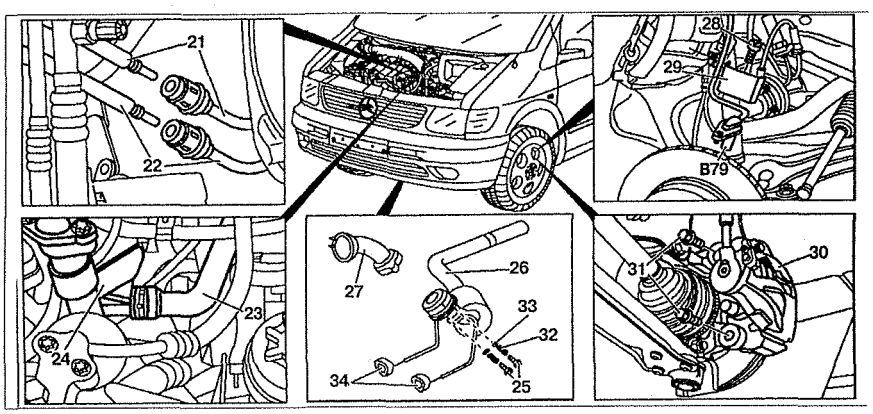

Рис. 5.2. Снятие и установка двигателя с подрамником:
6. Отсоедините топливопроводы **21** и **22** (см.рис.5.2).